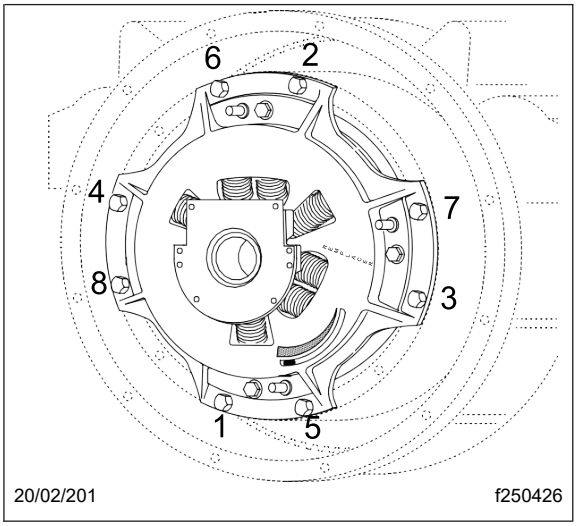

Fig. 9, Séquence de serrage
7. Serrez progressivement les boulons de montage dans un motif entrecroisé en commençant par le boulon inférieur gauche. Couple à 45 lbf·pi (61 N·m). Voir **Fig. 9**.